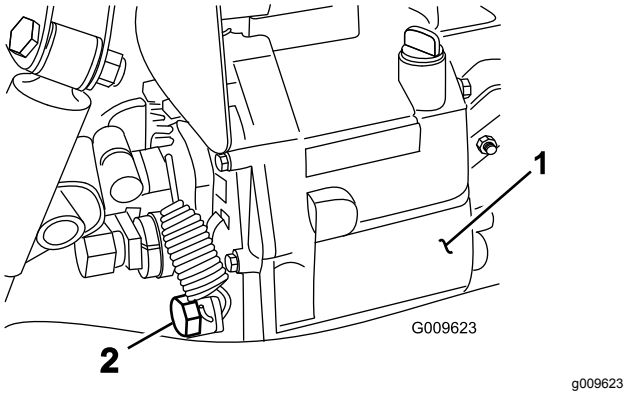

Figura 69
4. Togliete la valvola di spurgo situata sul fianco del serbatoio e lasciate defluire il fluido idraulico in una bacinella (Figura 69).